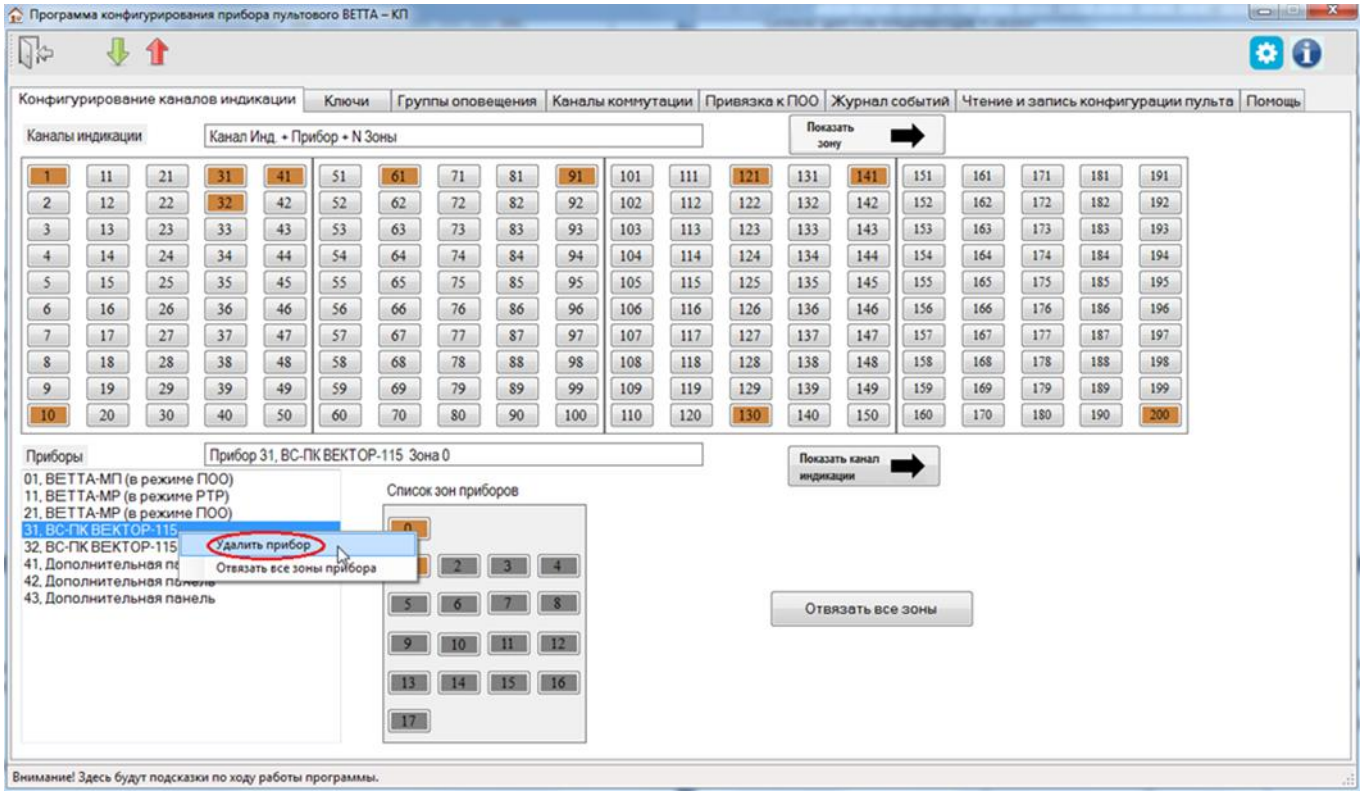

Рис. 30. Отвязка устройства от ОКП
7) После завершения чтения текущей конфигурации и запуска основного окна программы-конфигуратора, перейдите на вкладку «Конфигурирование каналов индикации» (Рис. 30).
9) Активируйте, правой кнопкой мыши, контекстное меню и выберите пункт «Удалить прибор» (см. Рис.30).